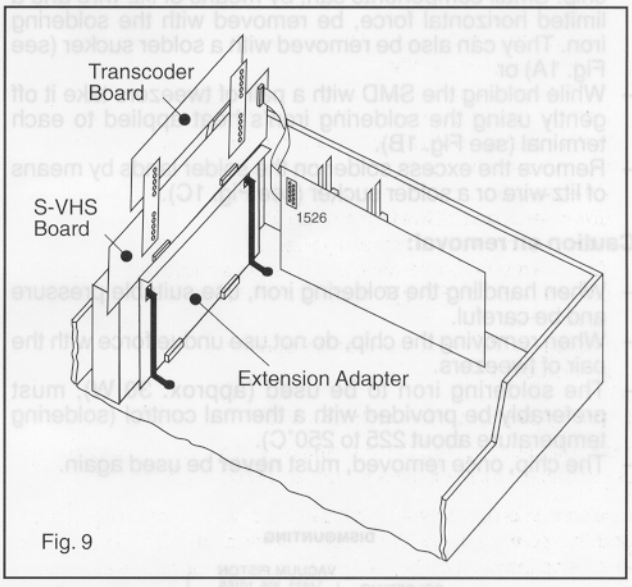

Fig. 9
- Plug in the S-VHS board in the motherboard by means of the adapter (fig 9.)